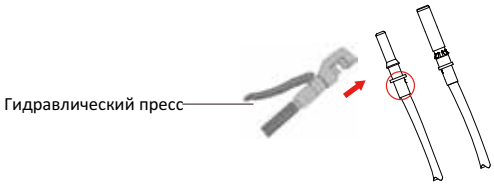

Рис. 5.4. Обжим контакта на проводе
b) Обожмите металлический контакт обжимником, как на рис. 5.4.